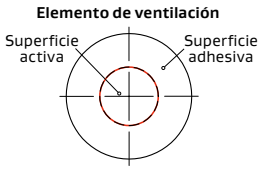

Figura 1: Superficie activa de un elemento de ventilación adhesivo
- Evite el contacto directo con la superficie de ventilación activa (figura 1) o la superficie adhesiva.